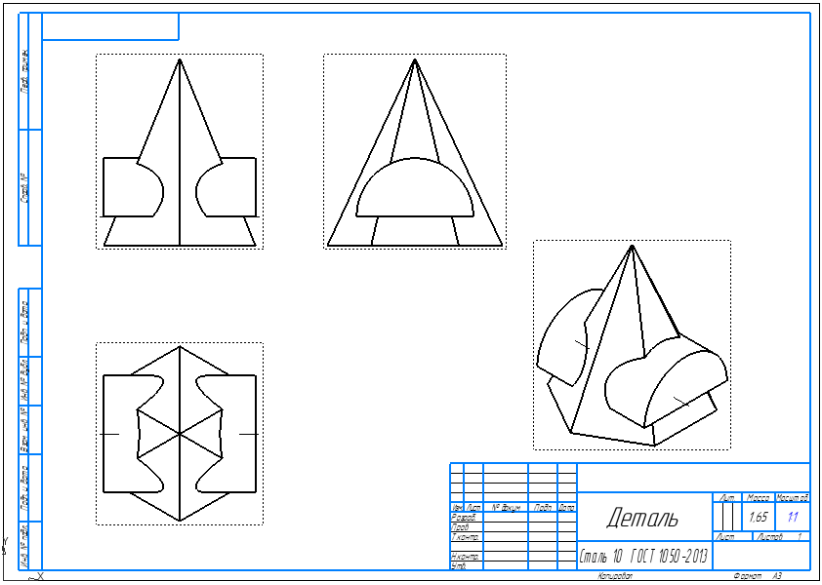

Рис. 8.27
8) Захватите аксонометрический вид, удерживая в любом месте левую кнопку мыши и переместите внутрь чертежа (рис. 8.27).
9) Для разнесения видов выделите нужный вид (щелкните по пунктирной линии вокруг вида) и переместите в сторону или вниз (рис. 8.27). Если необходимо переместить три стандартных вида сразу, то выделите главный вид и перемещайте его. Аксонометрический вид не связан с остальными видами – можно перемещать отдельно.